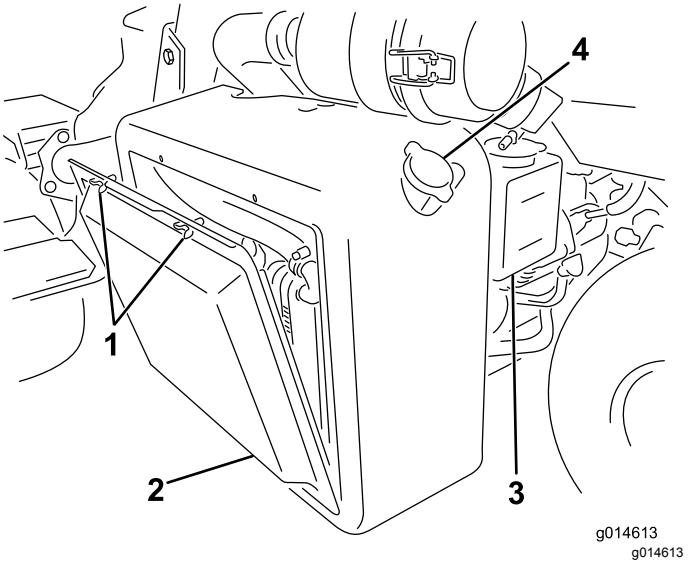

Figuur 49
1. Verwijder het radiateurscherm (Figuur 49).